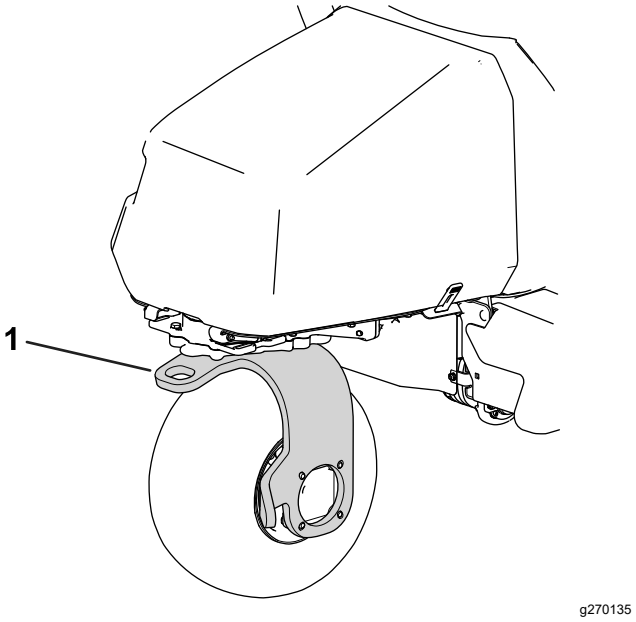

Figur 42
13. Använd den bakre hjulgaffeln för att bogsera maskinen (Figur 42).